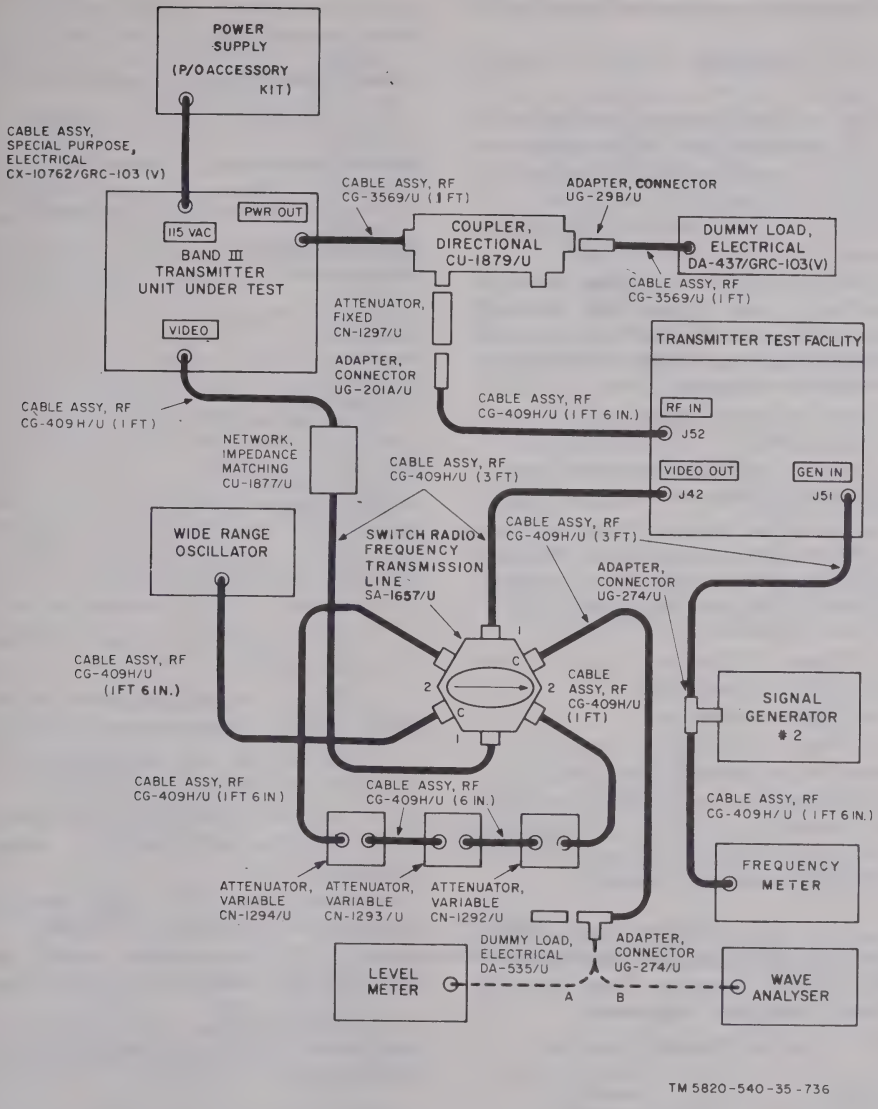

Figure 4–378. Band III transmitter frequency response and spurious interference check, test setup.
7. Replace the level meter with the wave analyzer (B, fig. 4–378) and increase the output level of the wide range oscillator by 10 db. Repeat *2* through *5* above for all frequencies below 10 kHz listed in the chart above.
1. Use the test setup shown in A, figure 4–378.
2. Set the unit under test XMTR CHANNEL and XMTR TUNE controls to channel 1060 and tune for peak output power as described in (1) (*g*) and (*h*) above.
9. Replace the level meter with the wave analyzer (B, fig. 4–378).